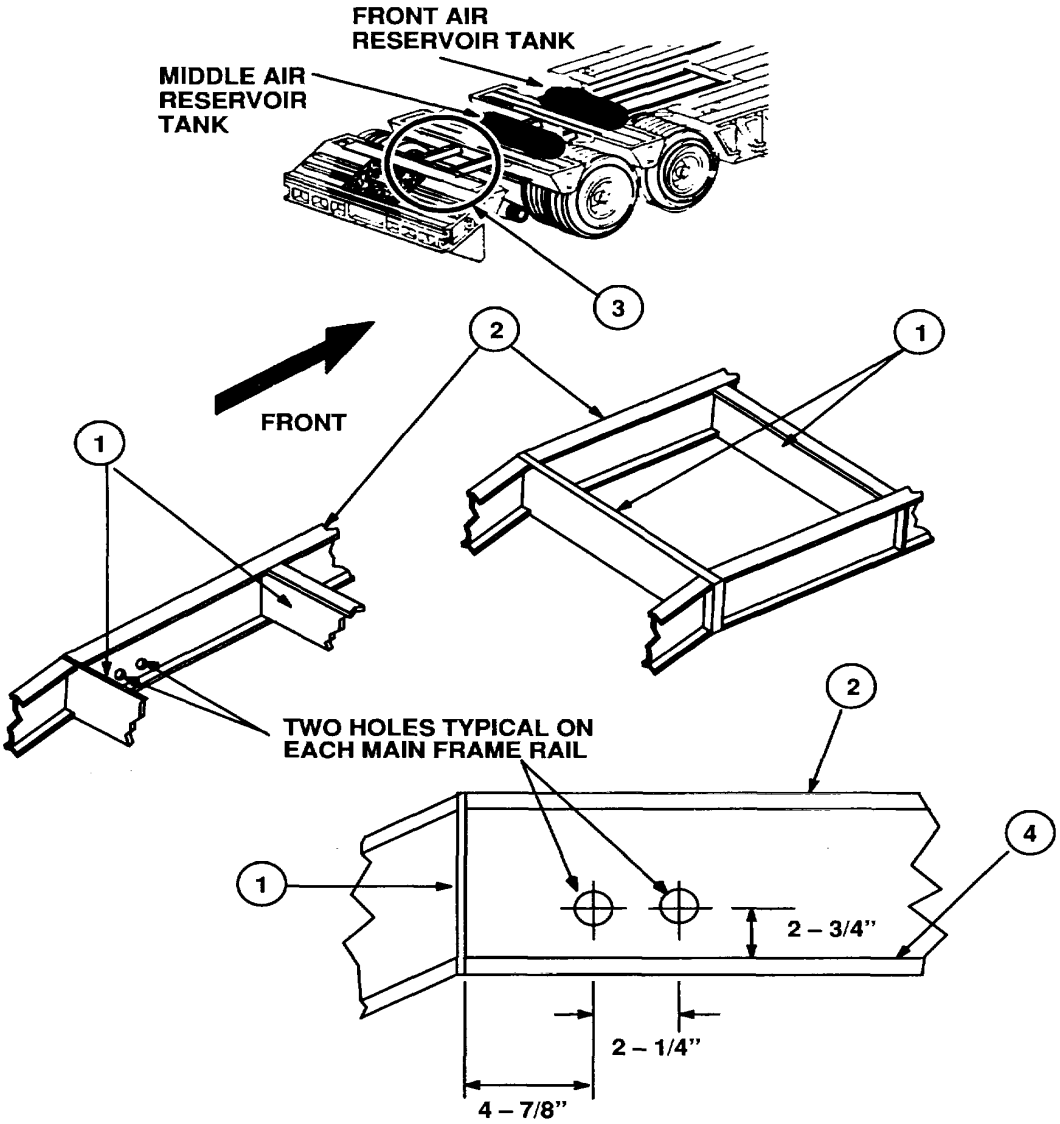

Figure 1.
d. Refer to Figure 1.
(1) Locate main frame crossmember (1) on inside of semitrailer mainframe rails (2) behind rear axle (3) as shown.
(2) From mainframe crossmember (1), measure 4-7/8-inches forward and 2-3/4-inches up from the top of mainframe lower flange (4). Mark location using suitable scribe and center punch.
(3) From marked location, and on the same vertical line as shown, measure forward 2-1/4-inches and mark second location using suitable scribe and center punch.
(4) Repeat this procedure for opposite side of semitrailer.